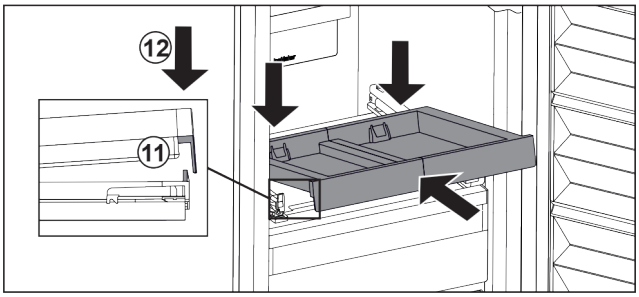

Fig. 122
▶ Slide in at an angle. Make sure that the stop is behind the lug on both sides. *Fig. 122 (11)*
▶ Lower the pull-out board at the front. *Fig. 122 (12)*